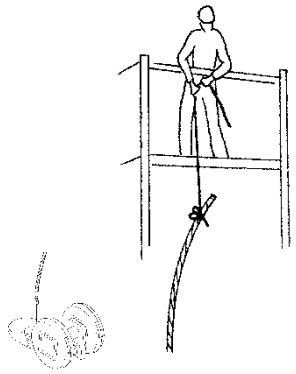
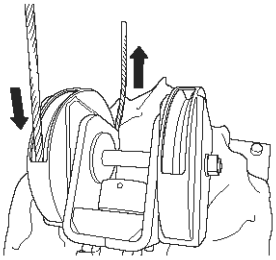

Figure 6-34
Figure 6-35
21) After completing the Wire Rope installation through the Rope Guide, place the Bottom Hook Block on the floor so that it is positioned perpendicular to the hoist. Slowly and carefully, insert the rope end into the bottom block as shown in **Figure 6-35**. To make rope insertion easier, temporarily attach a wire to the end of the Wire Rope with adhesive tape and use the wire to pull the Wire Rope through the first Sheave of the Bottom Hook Block. Securely tie a string or cord to the end of the Wire Rope and pull the Wire Rope up to the hoist from the scaffolding/platform. **Figure 6-34.**